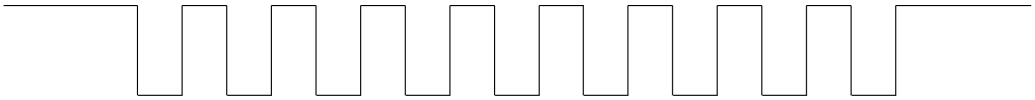

**图 38.5-3. 主机时钟负向波形**
- **场景三：** 主机发送的时钟非自由运行时钟，且其时钟波形如图 38.5-3 所示。